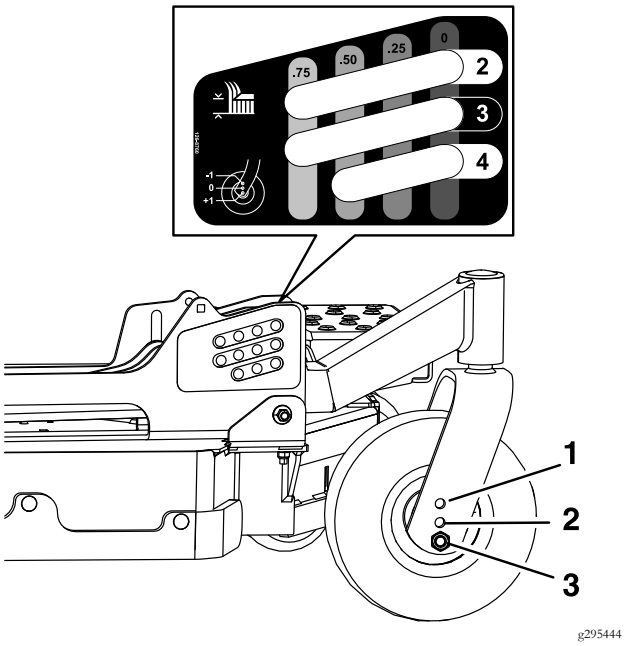

Figure 19
B. Adjust the front and rear gauge wheels to the appropriate hole location (see the chart below and Figure 19) and reinstall the mounting hardware.